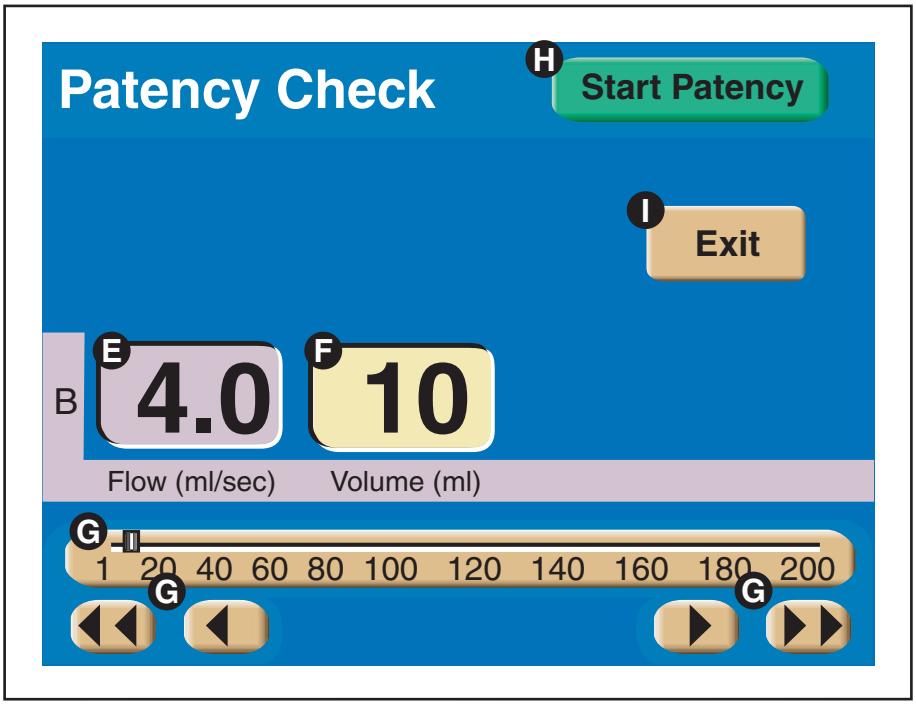

Figure 5-5-1 Patency Check Screen (Powerhead Only)
Refer to Figure 5-5-1 and 5-5-2.
1. Press the [Patency] key (C on Figure 5-4-1) located on the powerhead's enabled screen. The screen as shown in Figure 5-5-1 appears.